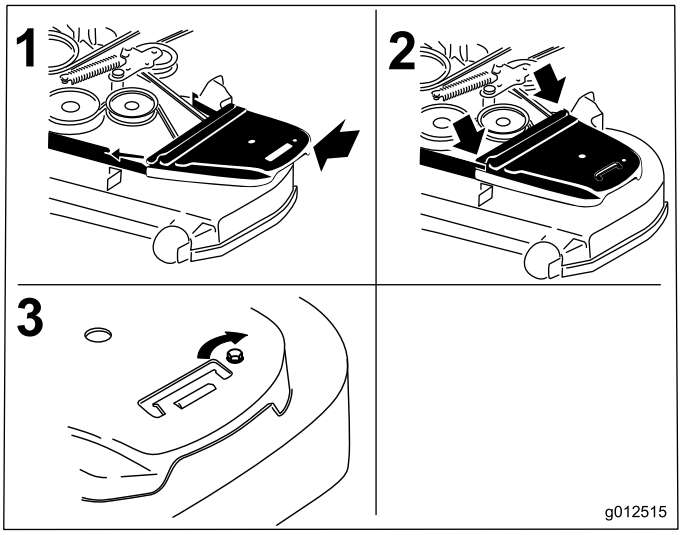

Figuur 74
12. Plaats de drijfriemkappen en de bijbehorende bouten (Figuur 74).